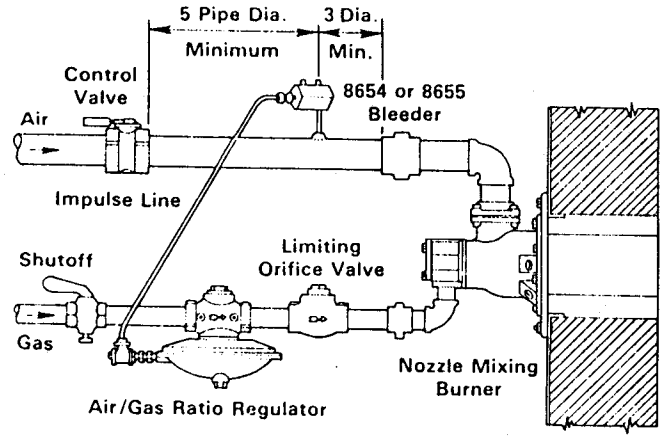

Figure 4
3. If the minimum gas pressure at the regulator inlet is not at least 2 osi more than the maximum air pressure available at the burner, then a bleeder must be installed in the air pressure impulse line, as shown in Figure 4, with the amount of bleed set so that maximum impulse pressure is 2 osi less than the gas inlet pressure. (See the Bleeder Bulletin.) This arrangement should be used only when combustion chamber pressures are atmospheric (open burner).